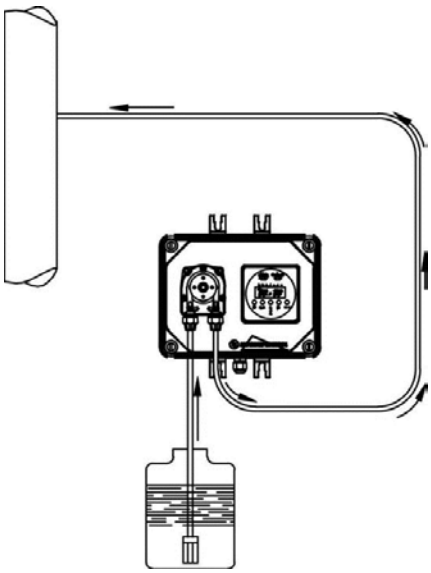

Fig. 3
c.- *Locate the pump as shown in fig. 3 bearing in mind that it may be installed either below or above the level of the liquid to be dosed, though the level difference should not exceed 2 meters. In the case of liquids that generate aggressive vapours, do not install the pump above the storage tank unless the latter is hermetically sealed.*